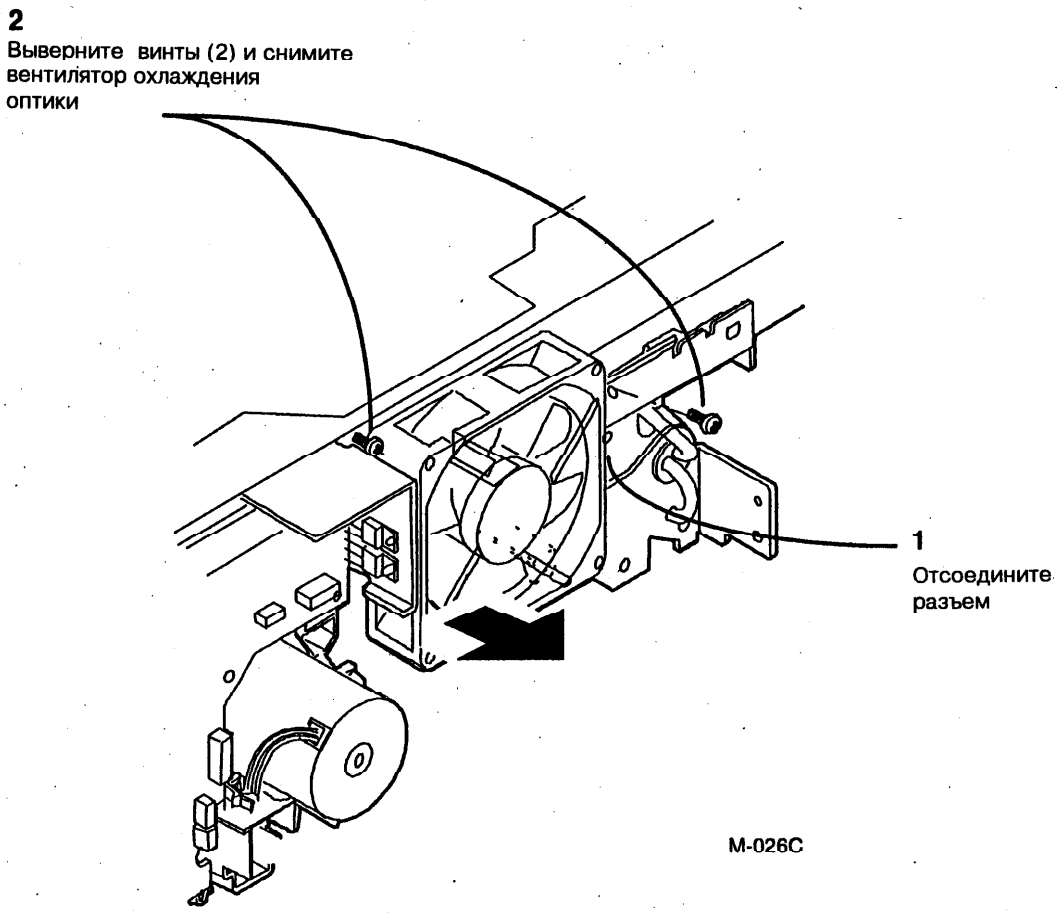

Рис. 1. Снятие двигателя вентилятора охлаждения оптики
1. (Рис.1): Снимите двигатель вентилятора охлаждения оптики (MOT3).